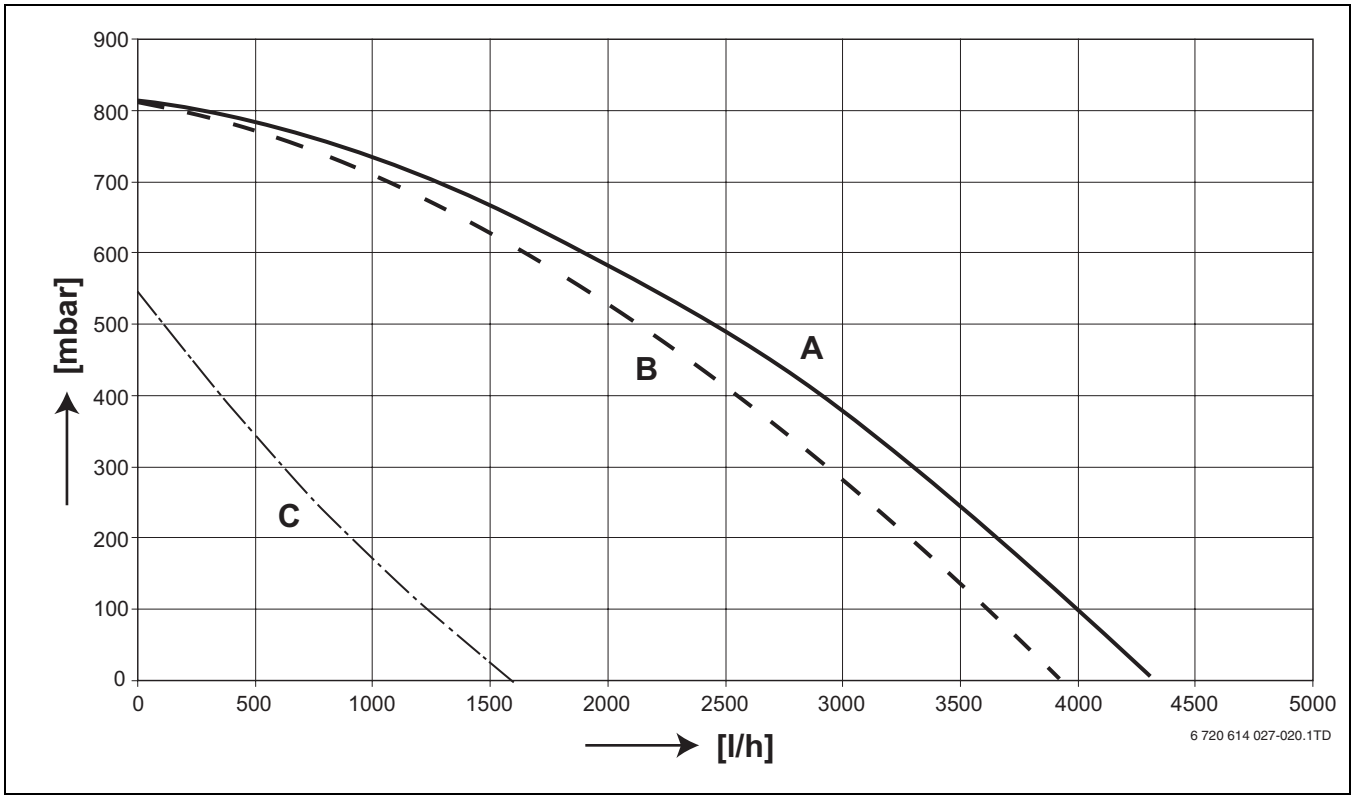

Bild 20 Restförderhöhe hinter der Anschlussgruppe (UPER 25-80) - mit und ohne Rückschlagklappe
- Für die Berechnung der Durchmesser von Vorlauf- und Rücklaufrohr die Restförderhöhe hinter der Anschlussgruppe bei minimal benötigten Volumenstrom beachten (→ Tab. 4 und Bild 20, Seite 14). Die minimalen Durchmesser des Vorlauf- und Rücklaufrohrs sind 1½" oder Ø 35 mm.